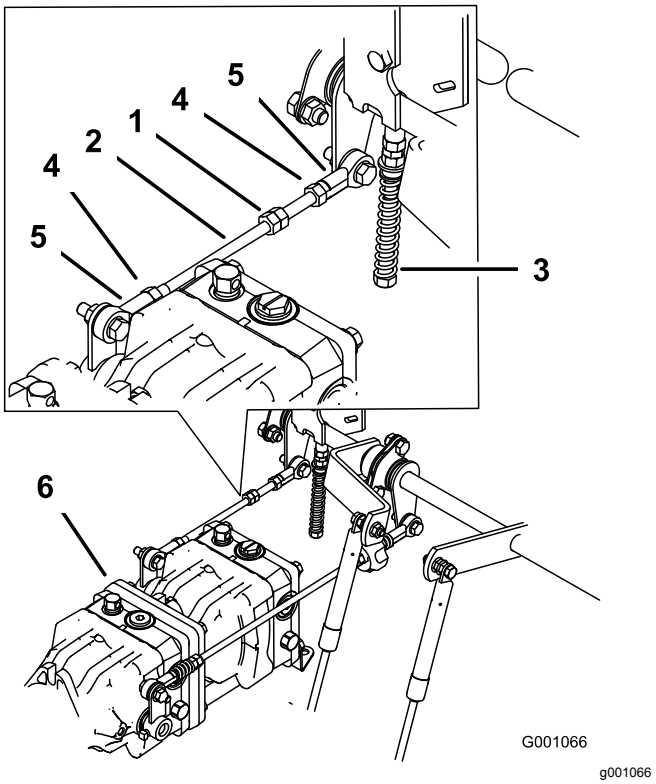

Figur 73
1. Løsn låsemøtrikkerne ved kugleleddene på pumpestyrestangen (Figur 73).
3. Juster pumpestangens længde ved at dreje dobbeltmøtrikkerne på pumpestangen i den relevante retning, indtil hjulet står stille eller kryber en smule i bakgear (Figur 73).
6. Stram låsemøtrikkerne ved kugleleddene (Figur 73).